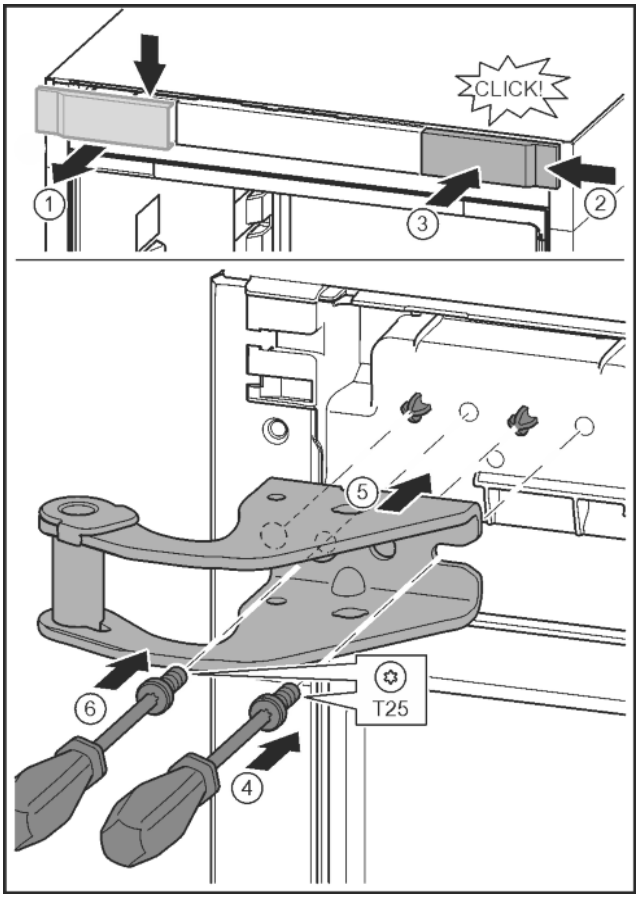

Fig. 16
- ▶ Release the cover and remove from the side. *Fig. 16 (1)*
- ▶ Rotate the cover 180° and clip onto the other side from the right. *Fig. 16 (2)*
- ▶ Click the cover into place. *Fig. 16 (3)*
- ▶ Position the screw with a T25 screwdriver. *Fig. 16 (4)*
- ▶ Position the upper bearing bracket. *Fig. 16 (5)*
- ▶ Tighten the screw. *Fig. 16 (4)*
- ▶ Insert the screw with a T25 screwdriver and tighten. *Fig. 16 (6)*